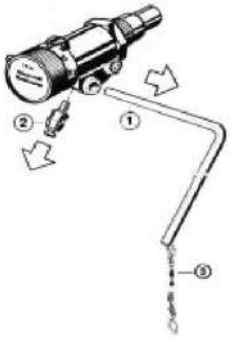
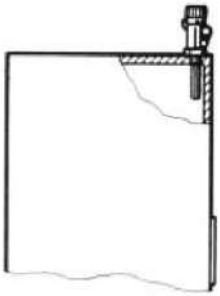
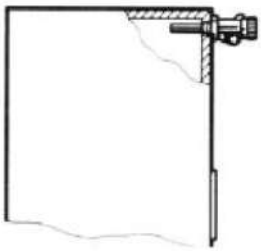
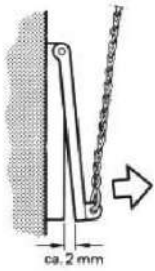

Рис.4
Рис.5
Рис.6
Рис.9
Установите ручку настройки регулятора в положение, соответствующее показанию котлового термометра. Если регулятор настроен правильно, то позиция воздушной заслонки будет соответствовать рис.9.
Рис. 4, установка: снимите рычаг (1) и соединитель (2). (рис.5 – вертикальная установка, рис.6 – горизонтальная установка). Вкрутите регулятор в котел в вертикальном либо горизонтальном положении. Установите рычаг (1) в обратной последовательности, закрепите винтом соединитель (2) и отрегулируйте цепь (3).
- в случае вертикальной установки (рис.5) используйте белые цифры.
- в случае горизонтальной установки (рис.6) используйте черные цифры. Настройте цепь регулятора заслонки так, чтобы щель составляла примерно 2 мм (толщина спички, рис.9.)